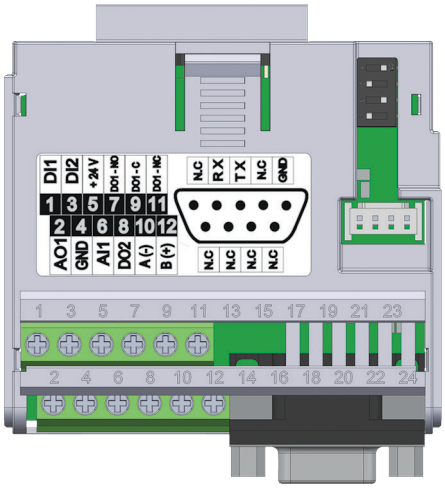

Figure 20.2: *Plug-in module CFW500-CRS232*
The CFW500-CRS232 plug-in module has Serial (1) interface through RS-485 port at terminals 10 (A-) and 12 (B+), as well as the Serial (2) interface through RS-232 port at standard connector DB9, see Figure 20.2 on page 20-1.